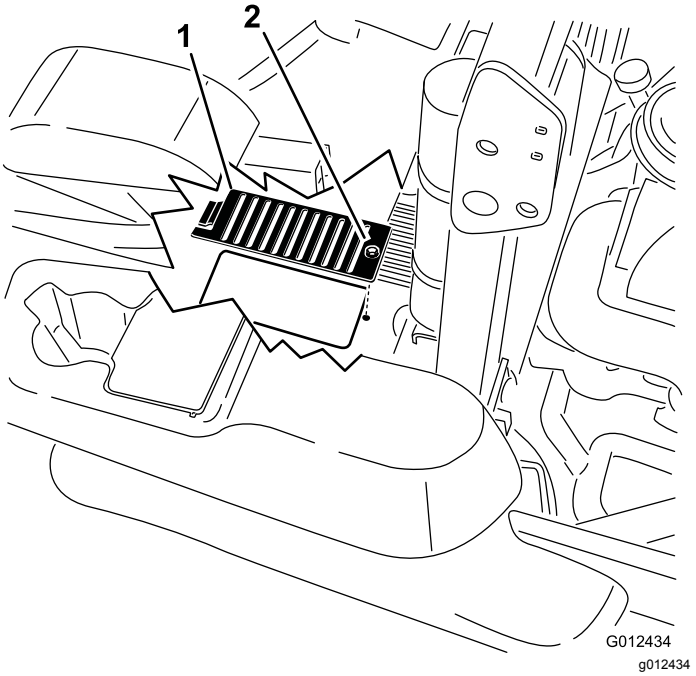

Figuur 79
6. Verwijder de bout en de kap van de peilstokken. Reinig rond de peilstok en de hydraulische eenheid (Figuur 79).